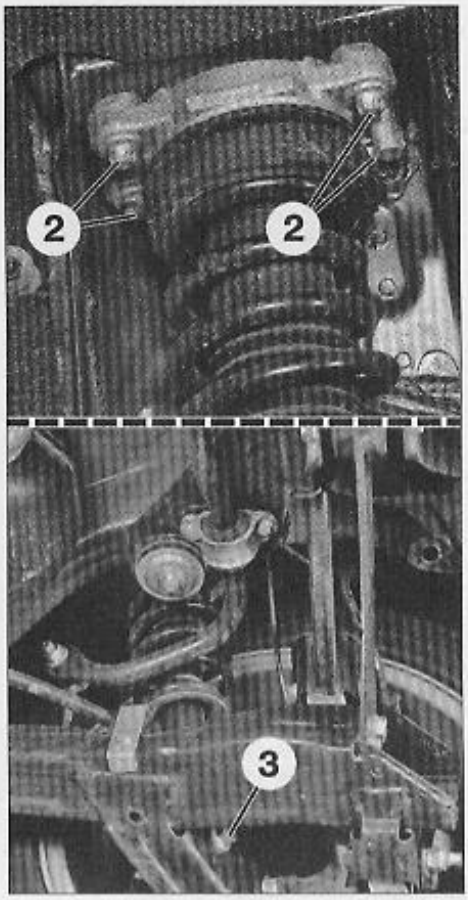

FIG. 16
• **Sous le véhicule,** déposer les vis (2 et 3) puis déposer l'élément de suspension (Fig.16).
- déposer la fixation inférieure (3) de l'élément de suspension **(Fig.16)**